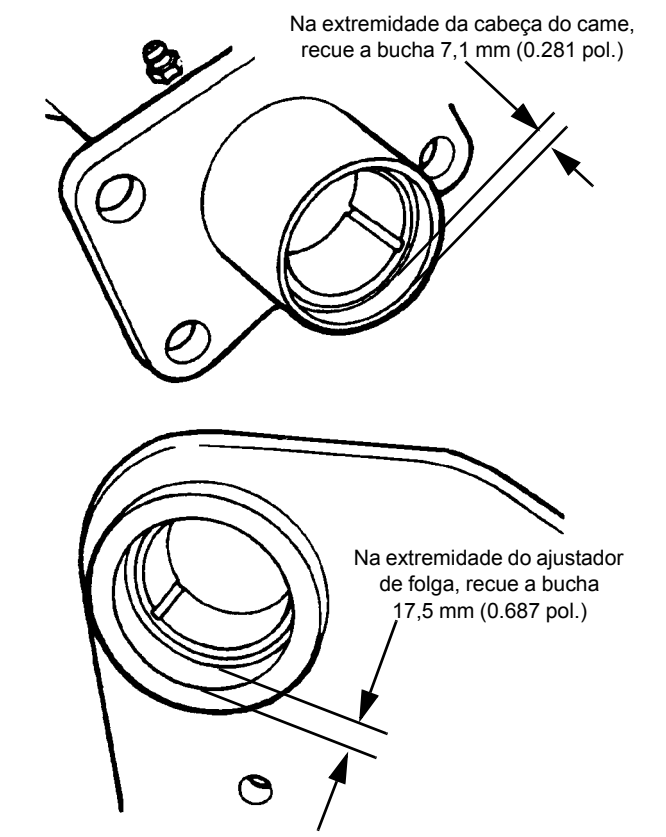

FIGURA 8-22
4. Instale as buchas novas no suporte da câmara de ar com uma chave acionada por piloto. As duas buchas são não metálicas e são identificadas em uma extremidade. Instale-as com uma extremidade identificada voltada para a outra. A extremidade da cabeça do came tem um recuo de 7,1 mm (0.281 pol.) e a extremidade do ajustador da folga tem um recuo de 17,5 mm (0.688 pol.) a partir das extremidades do tubo (consulte a Figura 8-22).